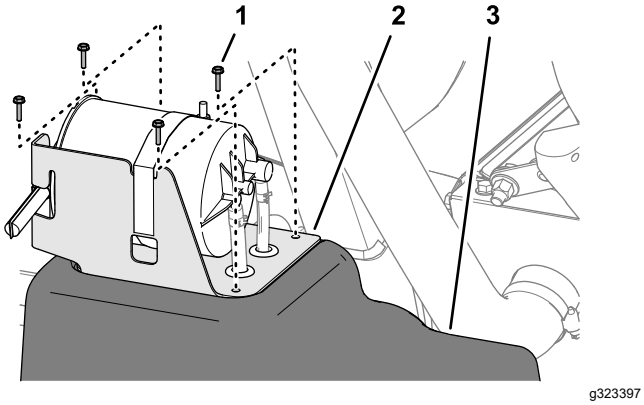

Рисунок 92
5. Совместите отверстия в кронштейне бачка с активированным углем с отверстиями в топливном баке (Рисунок 92).
6. Прикрепите кронштейн к баку (Рисунок 92) с помощью 4 винтов (№ 10 x ¾ дюйма).